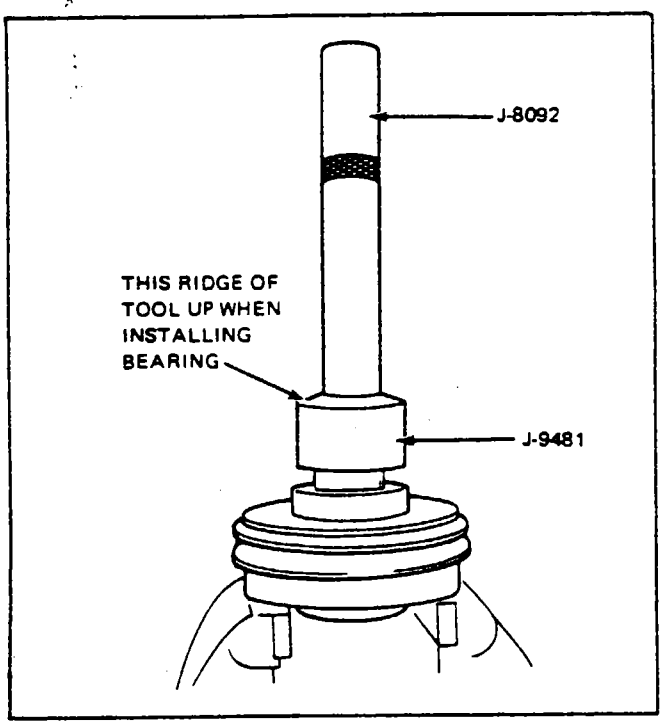

Figure 13-42. Installing Pulley and Drive Plate Bearing (Frigidaire Compressor)
a. Install the pulley and bearing assembly on the end of the compressor, with tool J-9481. (Refer to Figure 13-42.) The pulley should rotate freely.